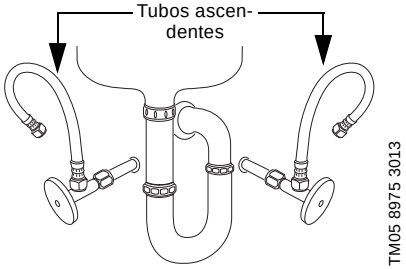

Fig. 4 Desconexión de los tubos ascendentes antes de instalar la válvula de derivación
2. Desconecte los tubos ascendentes; consulte la fig. 4.